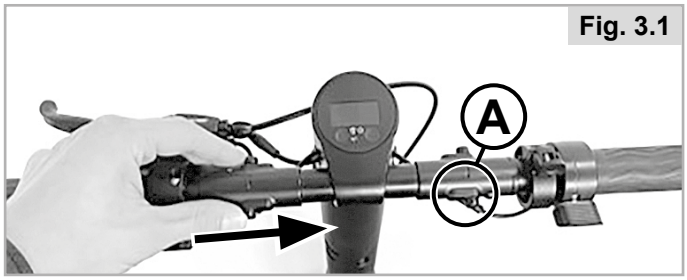

Fig. 3.1
- Il manubrio di F35 può essere ripiegato tirando contemporaneamente i perni di rilascio (Fig. 3.1 - A) sulla parte anteriore e posteriore del manubrio.